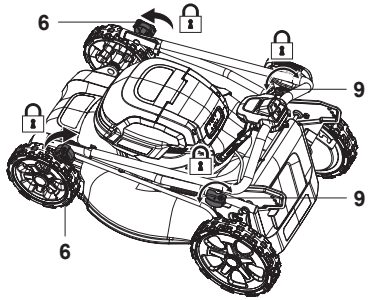

Fig. 26
8. To save space, you can also fold the upper handle. Secure the connections (6, 9) and ensure that the auto- tension pin (9a) passes through the parking hole (10b) of the handle bracket (10) to avoid scattering before vertical storage (Fig. 26).